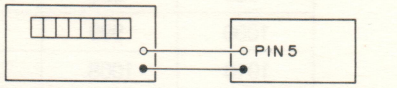

**Figure b2**
2. FM Mode -- Connect the Frequency Counter to Pin 5 on TUNER & IF Board. (Figure b2)